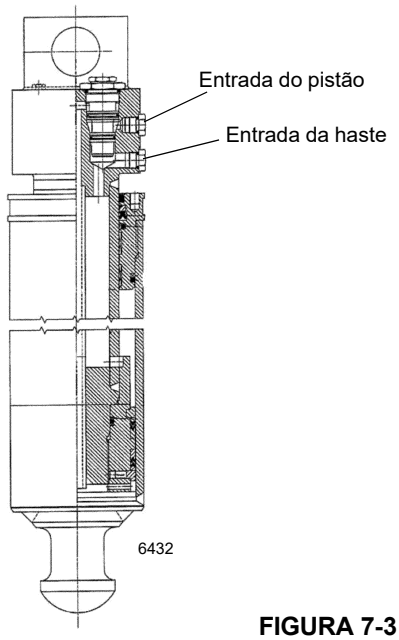

FIGURA 7-3
2. Remova a mangueira do lado da haste do cilindro do cilindro do macaco suspeito de estar com vazamento (consulte a Figura 7-3). O óleo fluirá até que a cavidade no bloco de entradas do cilindro se esvazie. Quando a cavidade no bloco de entradas estiver vazia, o óleo deve parar de fluir da entrada do lado da haste.
2. Remova a mangueira do cilindro do lado do pistão do cilindro do macaco suspeito de estar com vazamento (consulte a Figura 7-3). O óleo fluirá até que a cavidade no bloco de entradas do cilindro se esvazie. Quando a cavidade no bloco de entradas estiver vazia, o óleo deve parar de fluir da entrada do lado do pistão.